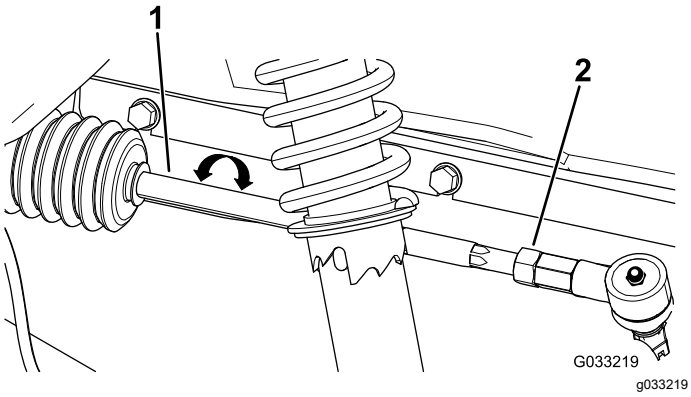

Figur 50
2. Hvis målingen ikke falder inden for 0 til 6 mm, skal kontramøtrikkerne løsnes i den ydre ende af forbindelsesstængerne (Figur 50).